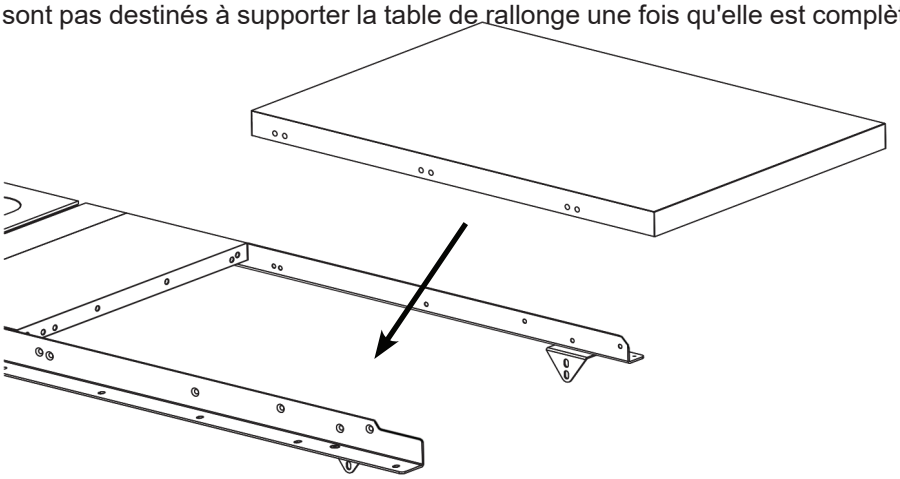

Fig. 9
9. Placez la rallonge entre les rails et faites-la glisser vers l'aile de rallonge (voir Fig. 9). Soyez prudent lorsque vous positionnez la table de rallonge, car elle n'est pas encore fixée aux rails et pourrait tomber. Vous devrez incliner légèrement la table de rallonge afin que le support de réglage s'adapte sous l'aile de rallonge. Le support de réglage comprend une vis qui se prolonge vers le haut et la face inférieure de la rallonge comprend un trou pour recevoir la vis. Insérez la vis dans le trou, puis tournez-la jusqu'à ce que la table de rallonge soit plus ou moins à plat avec l'aile de rallonge. L'extrémité opposée de la table de rallonge reposera sur les supports du support de pied, mais ne sera pas de niveau, car les supports de pied se trouvent à des altitudes différentes et ne sont pas destinés à supporter la table de rallonge une fois qu'elle est complètement installée.